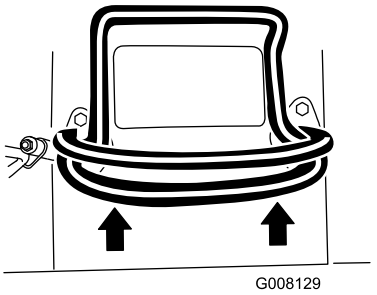

Figur 6
- För drivreglaget framåt för att köra framåt (Figur 6).